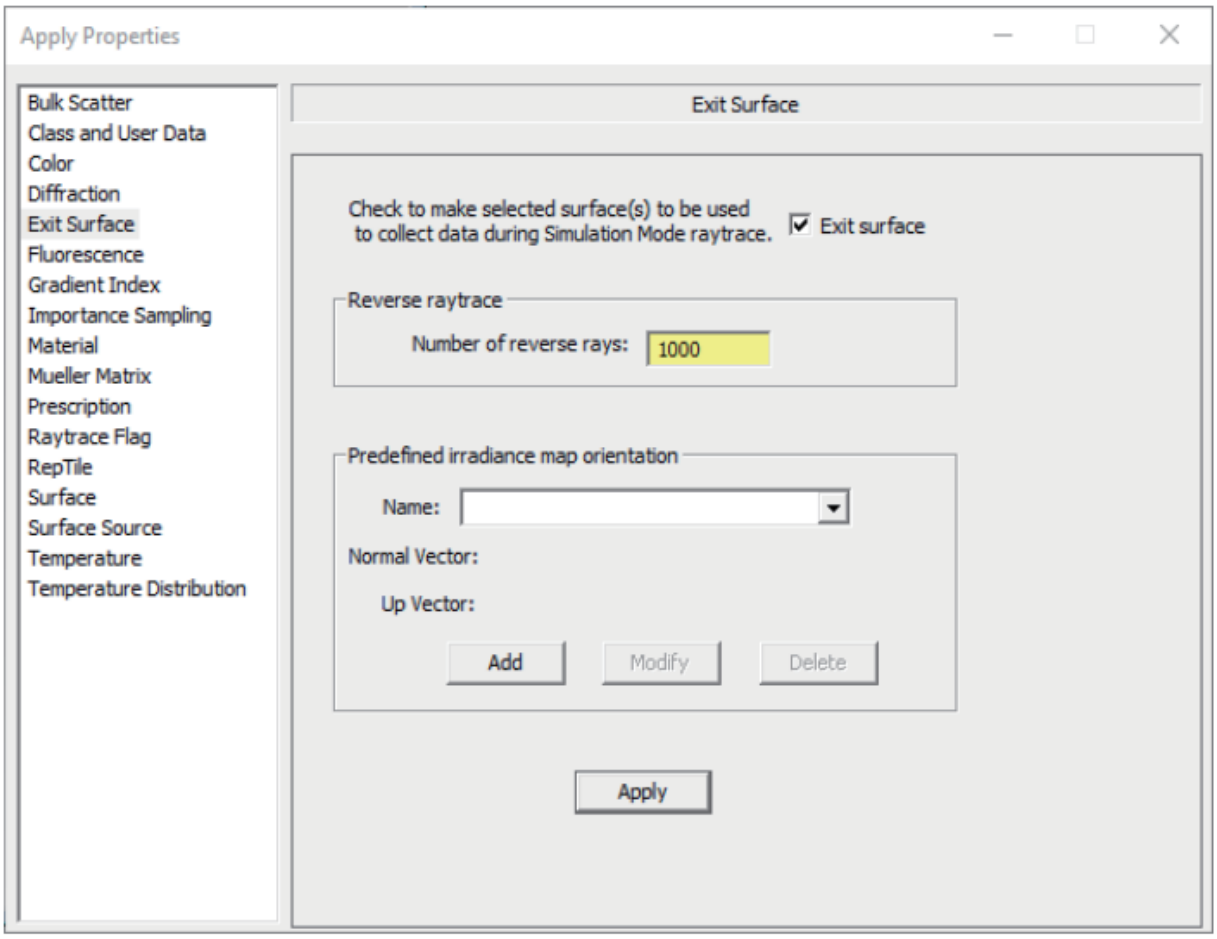

FIGURE 9.55 - Apply Properties dialog box showing the exit surface defined. 1000 reverse rays have been applied to the exit surface.
EllipticalReflector_Reverse.oml モデルを使用して、**Observation disk:Front** を選択し、次に「**定義 | プロパティの適用**」を選択して「**プロパティの適用**」ダイアログボックスを開きます。「**出口サーフェス**」タブを選択し、「出口サーフェス」チェックボックスをオンにして、図 9.55 に示すように「逆光線の数」に 1000 を入力します。「適用」をクリックして、設定をサーフェスに適用します。
4. 9.53 ページの図 9.55 に示すように、Front サーフェスの逆光線の数を設定します。